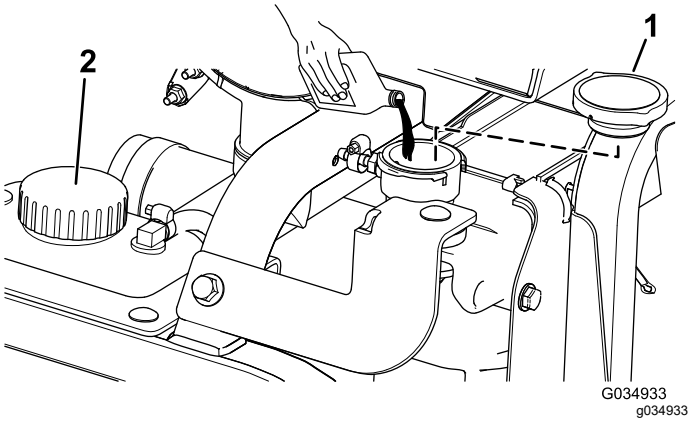

Figur 124
5. Fyll på kylaren med kylvätska tills kylvätskenivån är i jämnhöjd med påfyllningsöppningens kant (Figur 124).